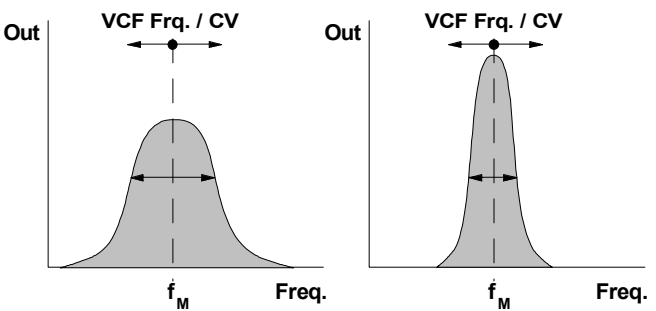

Abb. 1: Durchlaßkurven eines Bandpasses mit niedriger (links) und hoher Resonanz
Das Resonanzfilter A-127 enthält drei Bandpaßfilter mit einstellbarer Filterfrequenz f_M , Resonanz und Amplitude. Bei einem Bandpaß werden die Frequenzbereich unter- und oberhalb der Filterfrequenz (hier auch als "Mittenfrequenz" bezeichnet) in gleicher Weise bedämpft ("Glockenkurve", s. Abb. 1). Auf diese Weise kann ein bestimmter Bereich aus dem Audio-Spektrum "herausgegriffen" werden.
Pro Filter verschieben Sie mit dem Frequenzregler die Durchlaßkurve des Bandpasses auf der Frequenzachse, mit dem Resonanzregler bestimmen Sie die Bandbreite und mit dem Amplitudenregler die Lautstärke (s. Abb. 1).
☞ Ab Werk ist das Modul so eingestellt, daß der Abschwächer ① nicht auf den Original-Regler ⑧ wirkt, d.h. "Effekt" (3 Filter) und "Original" können mit ① und ⑧ getrennt eingestellt werden (s. Abb. 1). Dies können Sie durch Umstecken eines Jumpers auf der Mischplatine ändern (s. Kap. 7. Anhang), so daß Sie mit dem Abschwächer ① den Gesamtpegel (Filter + Original) steuern können.
② LFO Frq.
⑥ Resonance
Der Regler ⑥ dient zur Einstellung der **Filterresonanz**. Je mehr Sie diesen Regler aufdrehen, desto schmaler wird die **Bandbreite** des Bandpasses (s. Abb. 1).